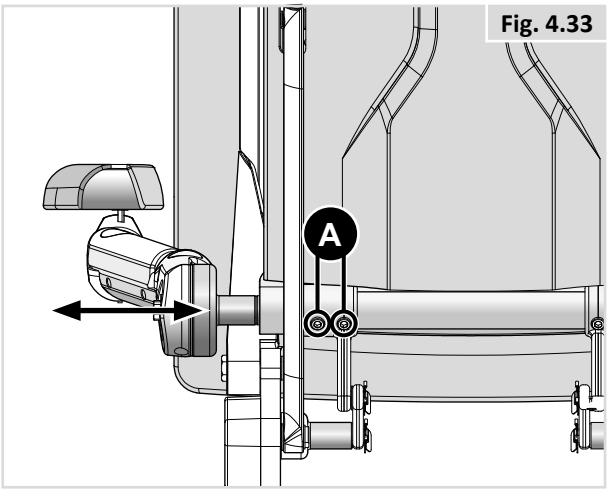

Fig. 4.33
- Draai de twee schroeven op de geleidestang los (5 mm inbussleutel) zoals wordt weergegeven in (Fig. 4.33 - A).